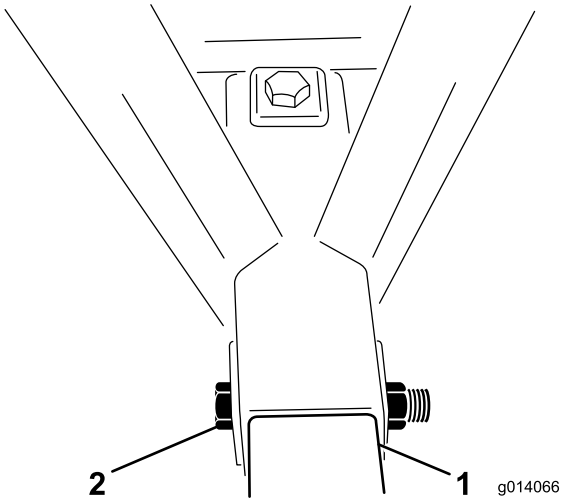

**Figur 4**
5. Plasser den første 1 x 6–1/2 tommers bolt gjennom rammen og koblingsrøret og sett på plass låsemutteren (Figur 4).
6. Plasser den andre 1 x 6–1/2 tommers bolten gjennom toppen på rammen og ned gjennom koblingsrøret. Sett på plass låsemutteren (Figur 4).